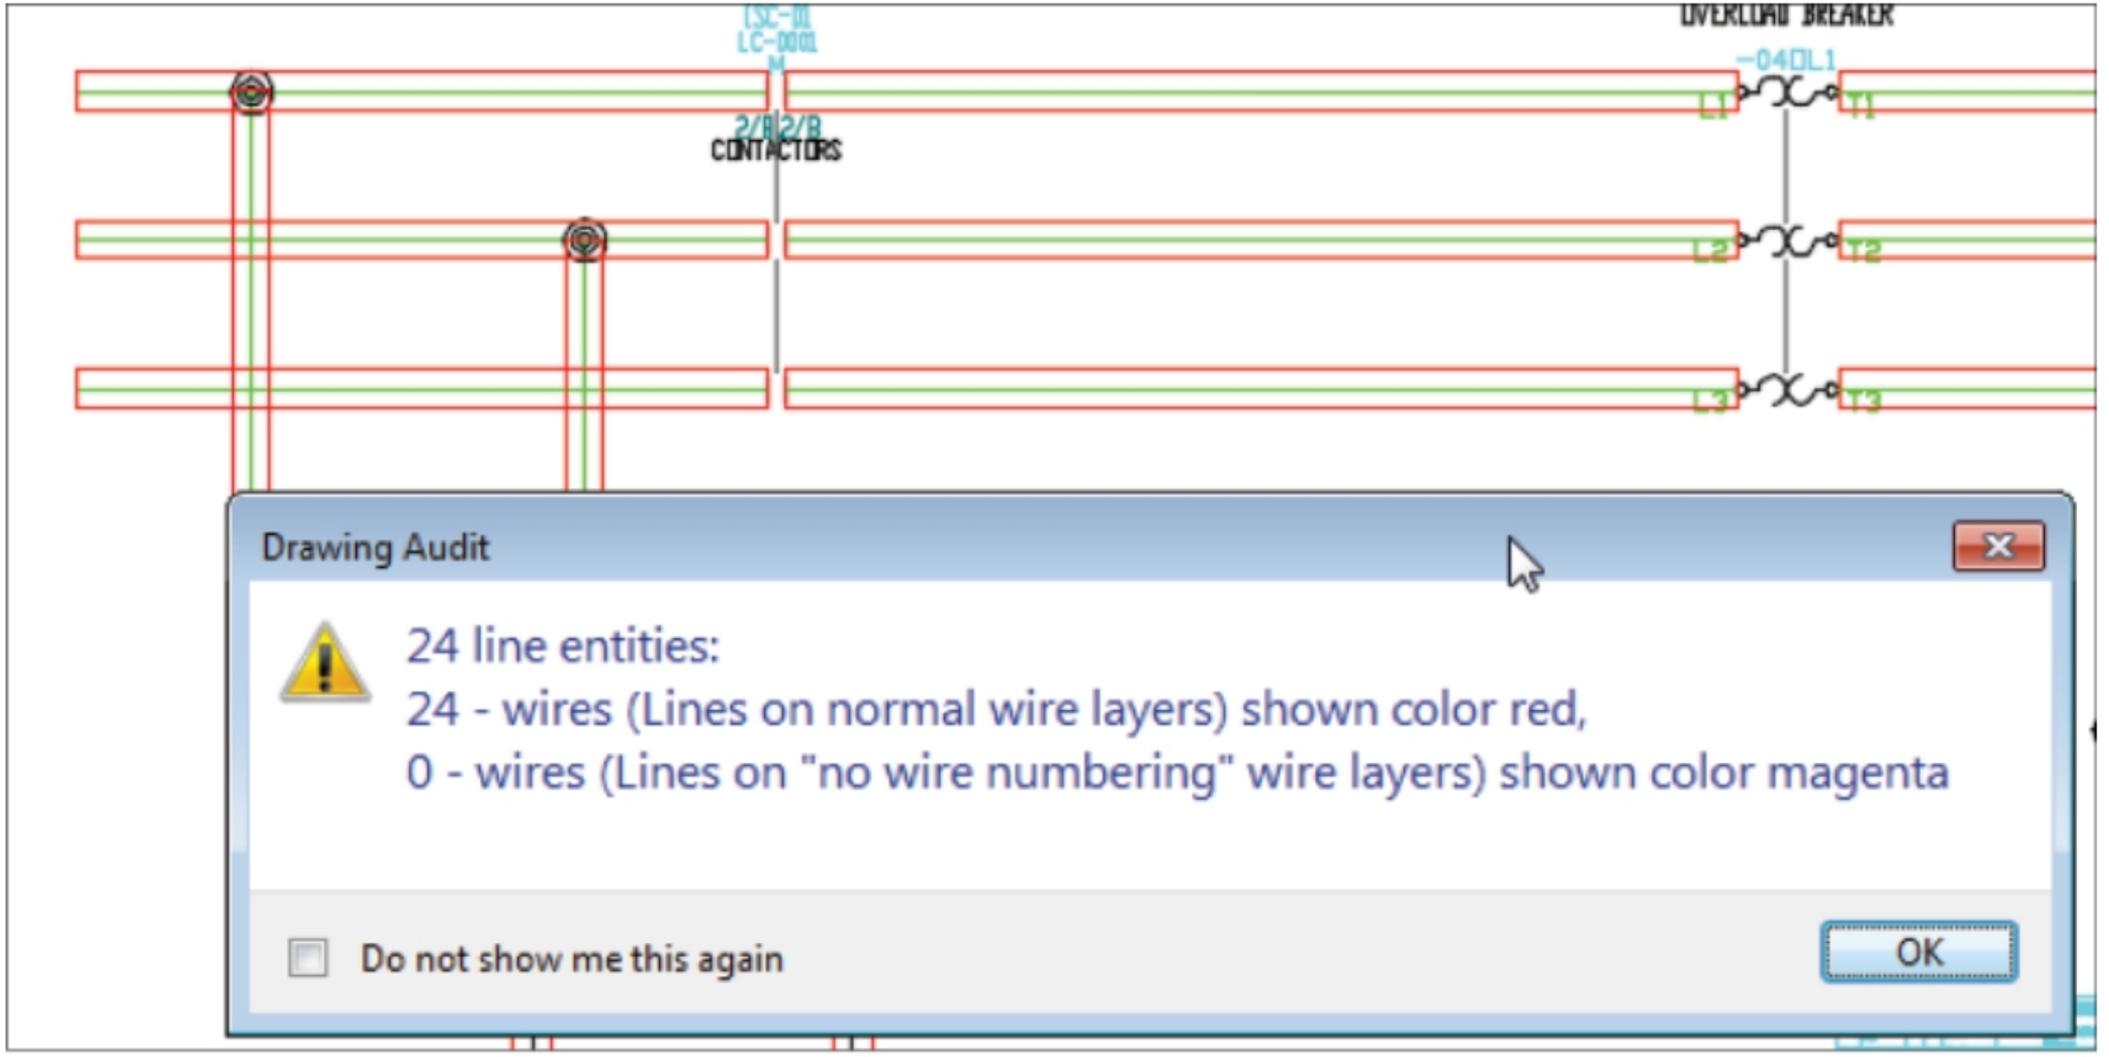

Figure-29. Wires highlighted
- Select desired check boxes and click on the **OK** button from the dialog box. The selected components will be highlighted; refer to Figure-29.